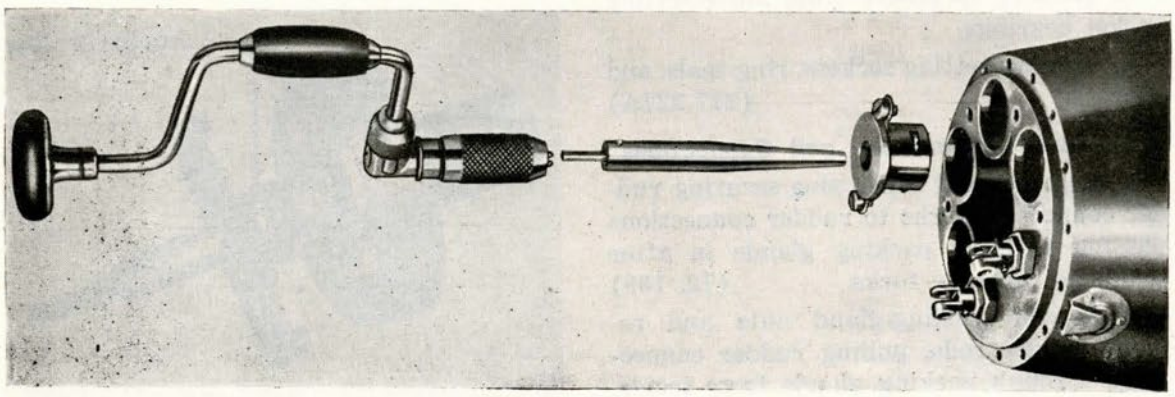

Figure 161
3. Roll exhaust tubes into grooves in after bulkhead (Fig. 161). **(39, WE208)**